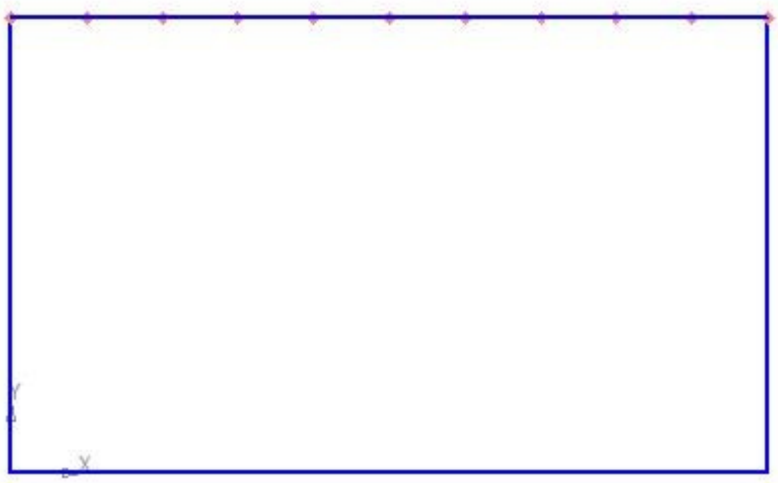

Рис. 6
5. укажите сторону прямоугольника, по которой нужно проставить точки (щелкнуть ЛКМ). Обратите внимание: подводя курсор мыши к стороне прямоугольника, она изменяет цвет. Система равномерно расставила точки, разделив одну из сторон прямоугольника на заданное количество равных участков (рис. 6).